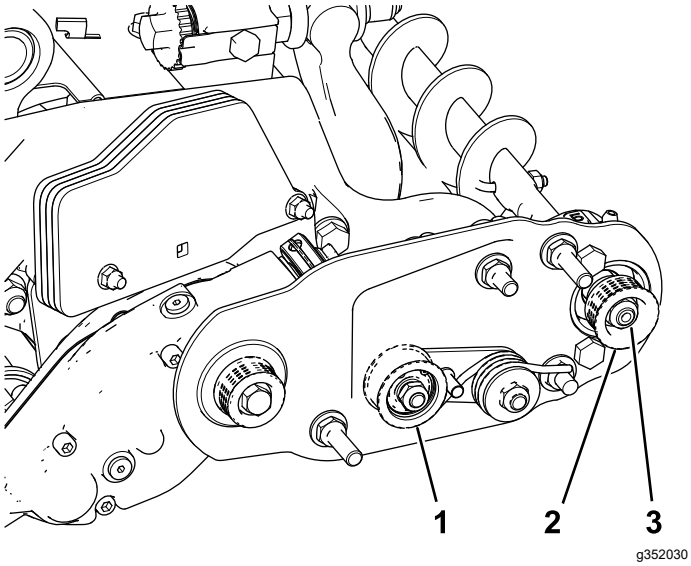
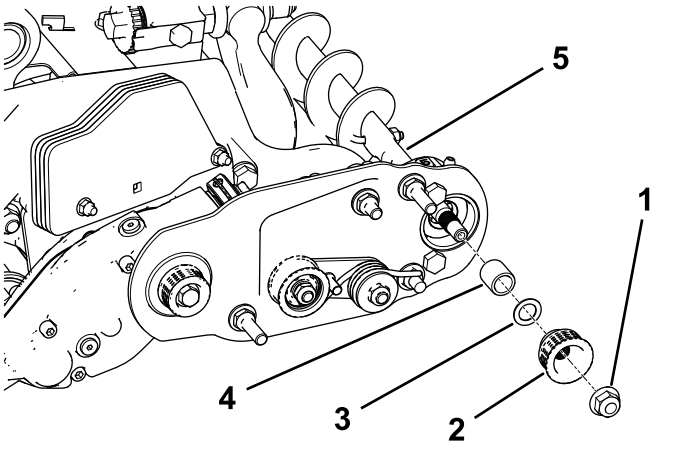

Figur 24
Figur 25
Obs: Den drivna skivan (vid rullborstaxeln) kan röra sig inåt eller utåt (Figur 24).
2. Rotera cylindern, som i sin tur kommer att rotera drivskivan, och bänd samtidigt bort remmen från drivskivan (Figur 24).
3. Ta bort låsmuttern som fäster den drivna skivan vid borstaxeln (Figur 24 eller Figur 25).
4. Ta bort den drivna skivan från axeln (Figur 25).
5. Om skivan behöver flyttas ut lägger du till en 0,8 mm tjock bricka (Figur 25).